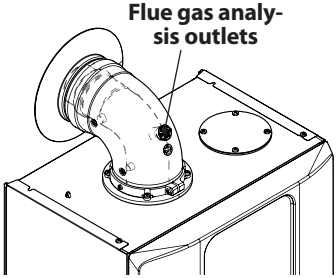

Figure 9.15
- Connect a flue analyser to the flue gas analysis outlets on the flue gas exhaust on the boiler Figure 9.15.
- Check the boiler combustion using the outlets located on the flue pipes (Figure 9.15) and compare the data measured with the